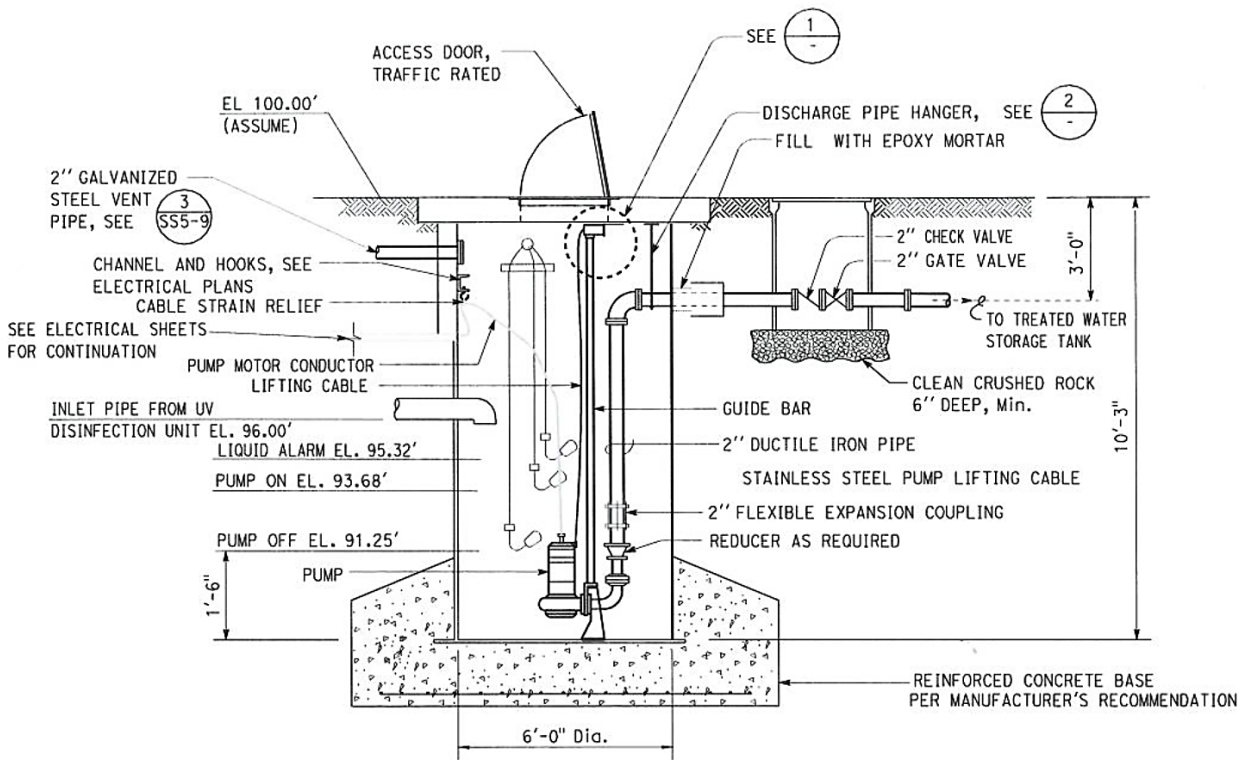

Figure 9-2
- Where a pumping system is used to lift effluent to the storage tanks, see information supplied by equipment vendor. A typical lift station is shown on Fig. 9-2.